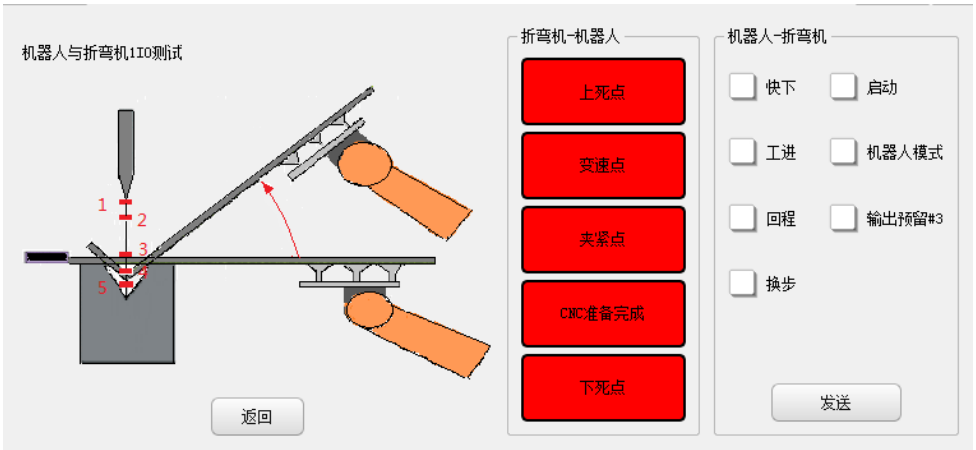

图 2-21 机器人与折弯机 IO 通信测试
如图 2-21 所示，机器人与折弯机进行 IO 测试：
- 选择折弯机类型，在交互 IO 配置页面配置所需要使用的端口，当点击通信测试时，会根据折弯机品牌类型显示对应的 IO 信号，如图 2-21 所示；